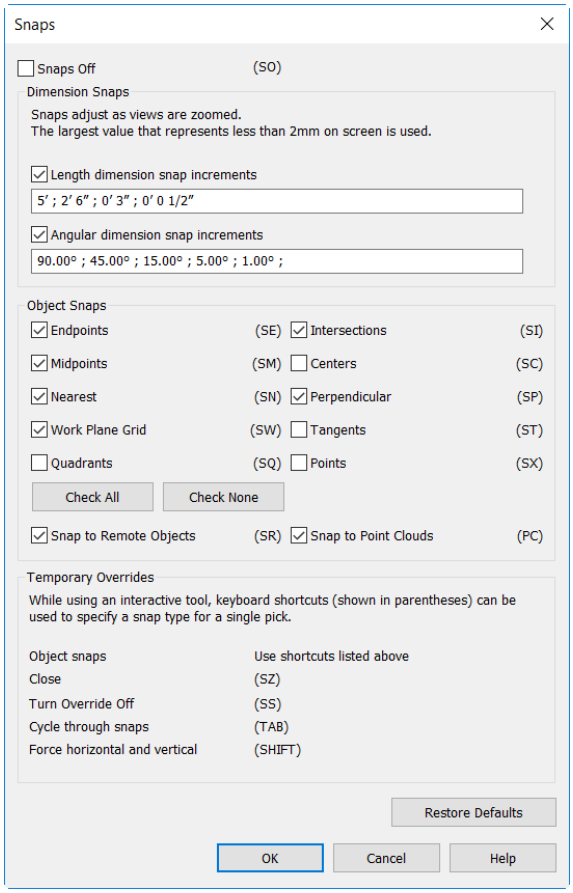

Figure 2-33 *The* ***Snaps*** *dialog box*
1. Choose the **Snaps** tool from the **Settings** panel of the **Manage** tab; the **Snaps** dialog box is displayed, as shown in Figure 2-33.
Figure 2-33 shows the value entered for length snaps increment.
4. In the **Object Snaps** area, clear the **Quadrants**, **Centers**, **Tangents**, and **Points** check boxes to disable them. Leave rest of the check boxes enabled, refer to Figure 2-33. Choose the **OK** button to apply settings and to close the **Snaps** dialog box.